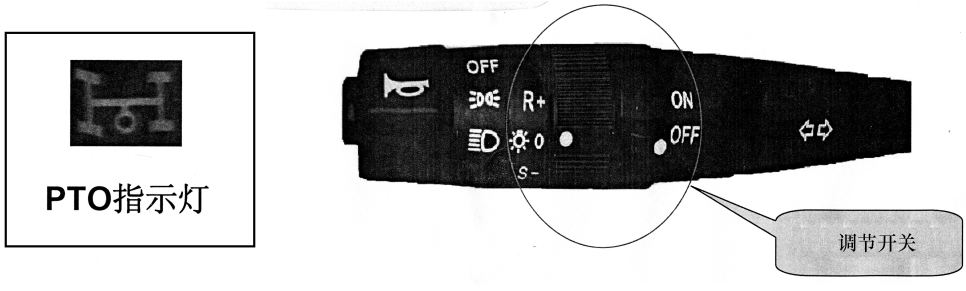

图 2-44　PTO 指示灯和调节开关
② 按住 R +，转速升高；按住 S –，转速降低，最低可到低怠速值。连续调节速率 100r/min，点动调节速率 50r/min。
③ 踩加速踏板，加速踏板有响应，但是 PTO 功能不退出。
④ 转动定速 PTO 调节旋钮，功能有效。
⑤ 转动巡航开关到 OFF 位置，调节功能退出。PTO 指示灯和调节开关见图 2-44。